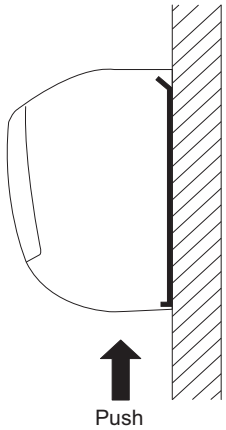

Fig. 2-271
(3) Press the 2 △ marks on the lower part of the indoor unit and unlatch the tabs. Then lift the indoor unit and unmount. (Fig. 2-271)